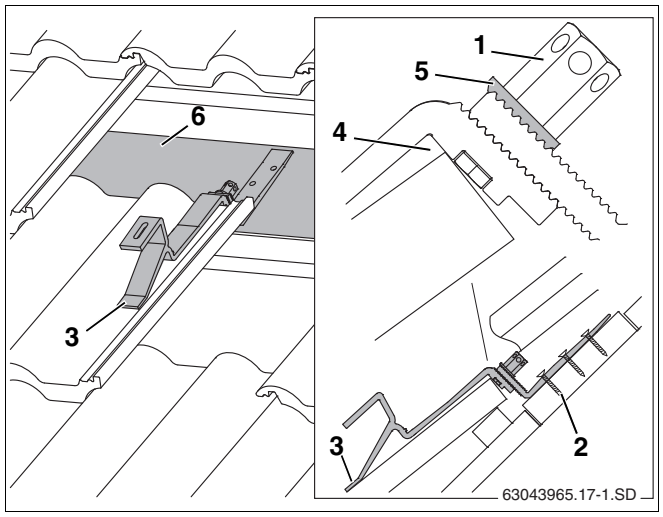

Рис. 15 Установленный кровельный крюк (для наглядности изображены не все элементы черепицы)
- Установите переднюю подпорку на черепицу таким образом, чтобы она при нагрузке легла во впадину черепицы (рис. 15, **поз. 3**).
При этом должен быть зазор между кровельным крюком и верхним краем черепицы (рис. 15, **поз. 4**). При необходимости подгоните черепицу сверху.
- Нижнюю часть кровельного крюка сдвиньте вниз настолько, чтобы он прилегал к стропилам или к доске/брусу (рис. 15, **поз. 6**).
Зубчатая подкладная шайба (рис. 15, **поз. 5**) должна войти в зацепление с нижней частью кровельного крюка.
- Затяните высокие гайки (рис. 15, **поз. 1**). Для этого вставьте ключ SW 5 в отверстие гайки и поверните его.
- Прикрепите нижнюю часть кровельного крюка шурупами к стропилам минимум в первом (рис. 15, **поз. 2**) и втором отверстии.